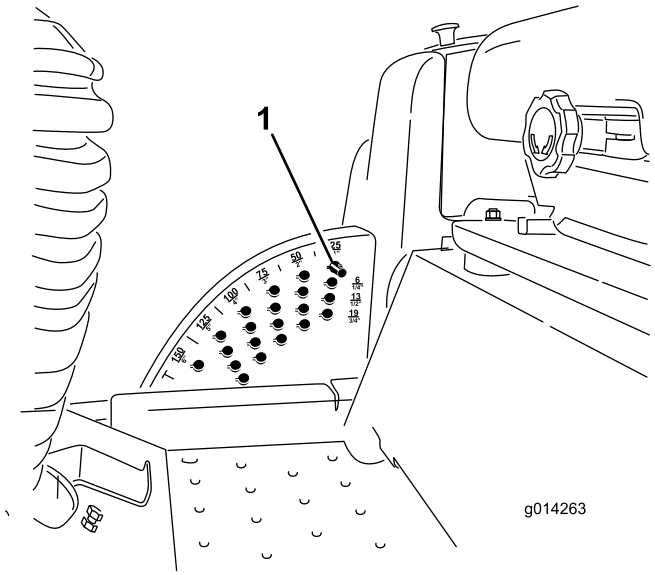

Figur 16
Merk: For å låse klippeenheten i hevet posisjon, hev klippeenheten over posisjonen for 15 cm, fjern stoppebolten for klippehøyde (se Justere klippehøyde), og plasser bolten på klippehøydeposisjonen for 15 cm (Figur 16).
1. Mens motoren er i gang, skyv løftebryteren for klippeenheten bakover til klippeenheten er hevet helt opp, og **slipp bryteren umiddelbart** (Figur 16).
2. For å justere, roter stoppebolten til dens kjerne er på linje med sporene i hullene i klippehøydebraketten og fjern den (Figur 16).
3. Velg det hullet i klippehøydebraketten som svarer til ønsket klippehøyde, sett inn bolten og vri den ned for å låse den på plass (Figur 16).
Merk: Det er fire rader med hullposisjoner (Figur 16). Den øverste raden gir deg klippehøyden oppgitt over bolten. Den andre raden gir deg høyden oppgitt pluss 6 mm. Den tredje raden gir